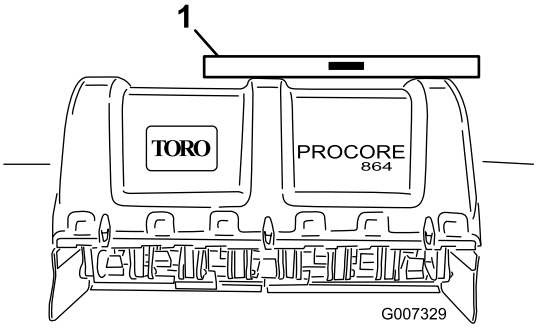

**Figur 12**
2. Placer vaterpasset oven på dybdelufterens stel for at kontrollere nivelleringen sideværts (Figur 12).